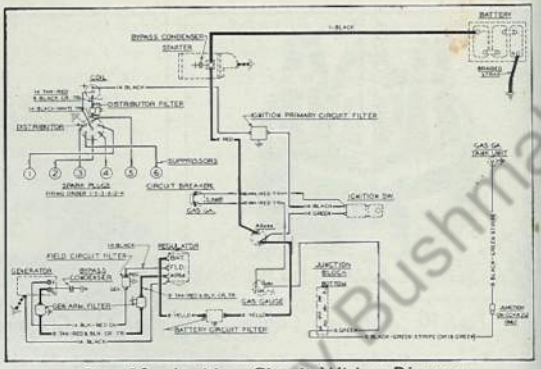

Fig. 13 Ignition Circuit Wiring Diagram
C. Removal and Installation—Disconnect battery before removing switch. Make certain that correct wires are connected to terminals when unit is replaced. Wire sizes and tracer colors are shown in Fig. 13. Terminal connections must be tight and clean.
Ignition system wiring diagram is illustrated in Fig. 13. This illustration shows relative position of ignition units, and size and tracing color of wires. Complete wiring diagram is shown in Group 06W.